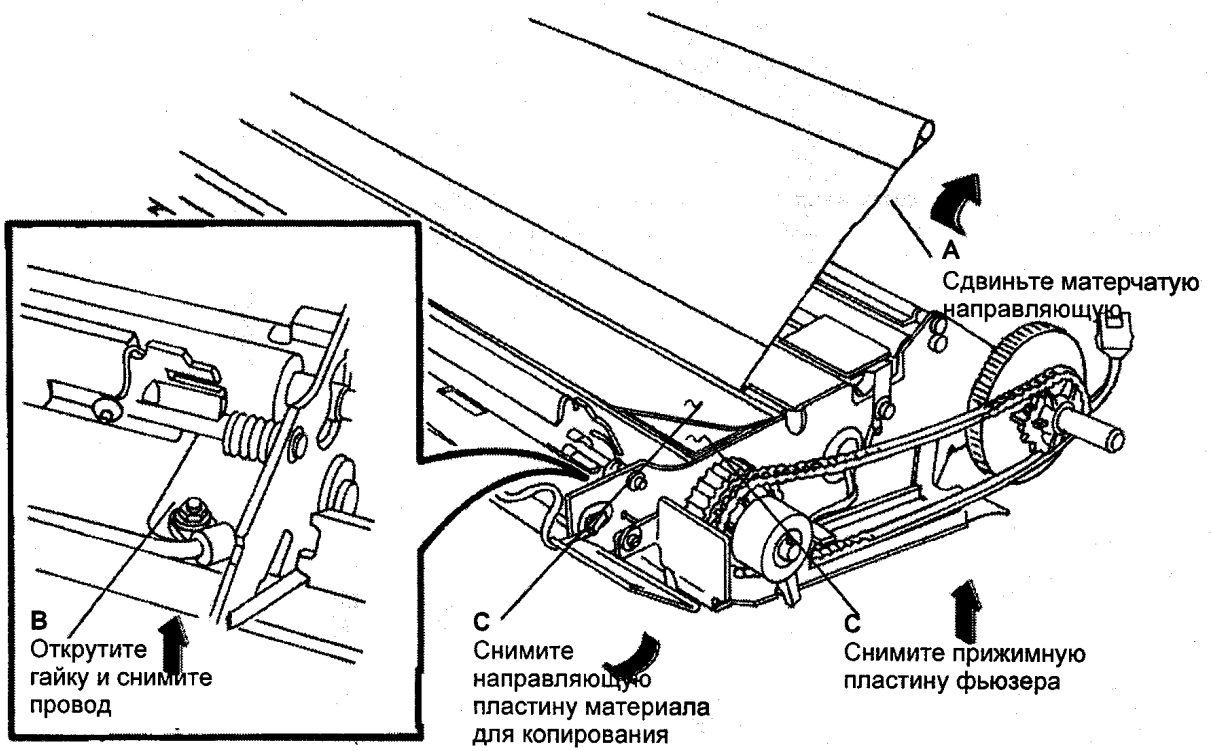

Рис. 1 Подготовка к снятию верхнего ролика подачи
5. (РИС. 1): ПОДГОТОВЬТЕСЬ К СНЯТИЮ ВЕРХНЕГО РОЛИКА ПОДАЧИ МАТЕРИАЛА.